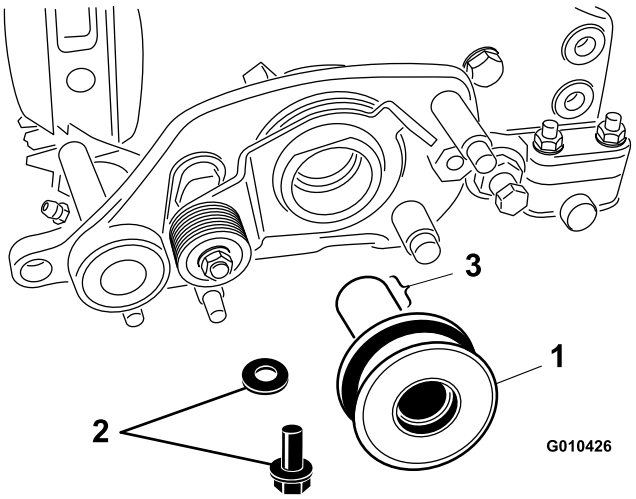

Figura 12
1. Aplique lubrificante nas estrias internas e superfície exterior do conjunto da polia (Figura 12).
3. Prenda o conjunto da polia ao eixo do cilindro com um parafuso (M6–1 x 20 mm) e anilha (Figura 12).